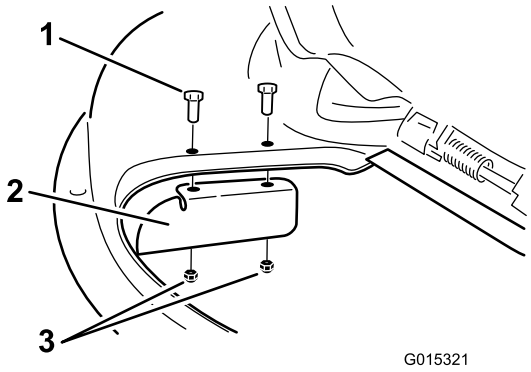

Figur 30
9. Monter græsafskærmningen på plæneklipperskjoldet (Figur 30).
3. Afmonter græsafskærmningen fra plæneklipperskjoldet (Figur 30).